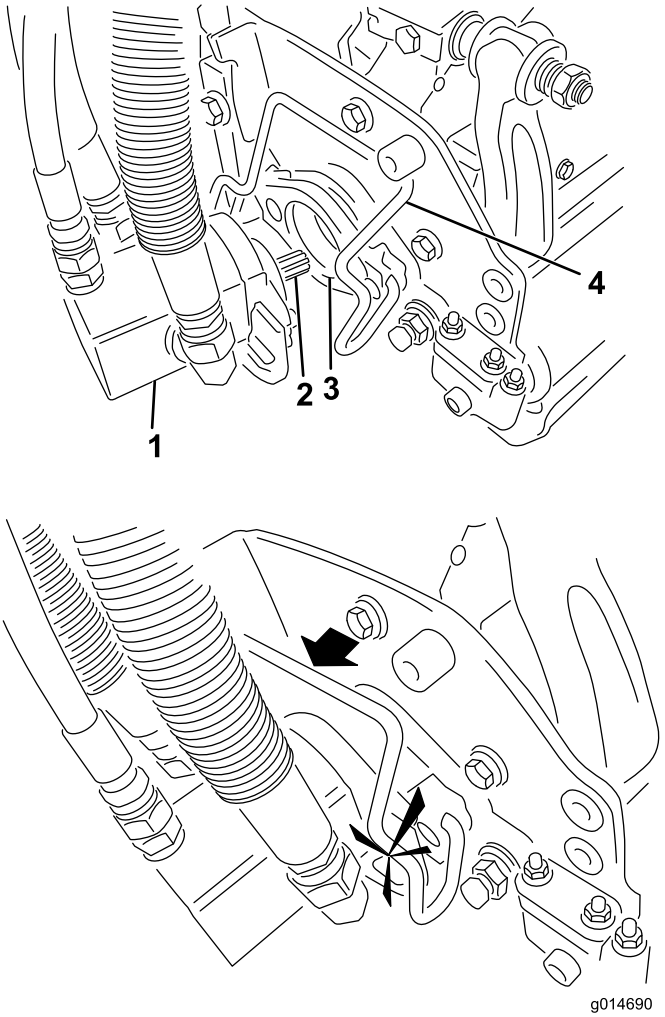

Figuur 34
5. Smeer schoon vet op de sleufas van de motor van het maaidek (Figuur 34).
6. Steek de motor in de linkerkant van het maaidek (gezien vanuit de bestuurdersstoel) en trek de motorbevestigingsstang op het maaidek in de richting van de motor totdat u aan beide kanten een klik hoort (Figuur 34).